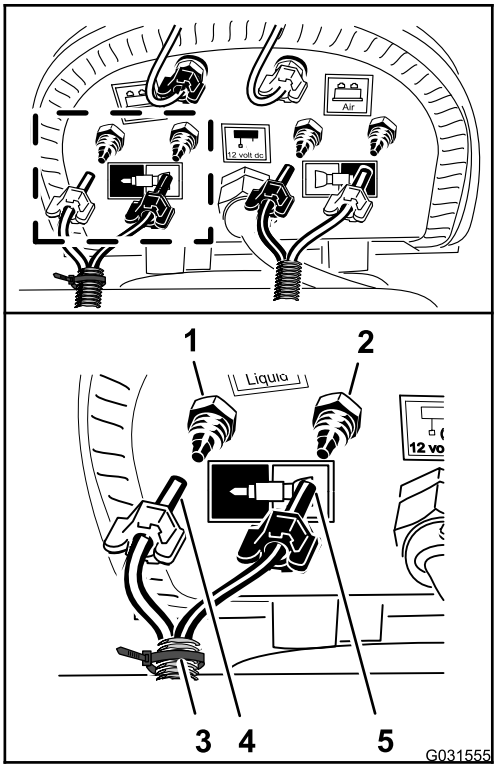

Figur 143
1. Koble røret med kabelfeste som du forberedte i trinn 9 av Klargjøre de nye rørenhetene for skummarkørdysene (side 12), ved å innrette det blå røret for den høyre sprederseksjonen med kompresjonskoblingen for høyre sprederseksjons vannkrets (Figur 143).
2. Monter kompresjonsmutteren for røret på koblingen og trekk til mutteren for hånd (Figur 143).
3. Innrett det gjennomsiktige røret for den høyre sprederseksjonen med kompresjonskoblingen for høyre sprederseksjons luftkrets (Figur 143).
4. Monter kompresjonsmutteren for røret på koblingen og trekk til mutteren for hånd (Figur 143).